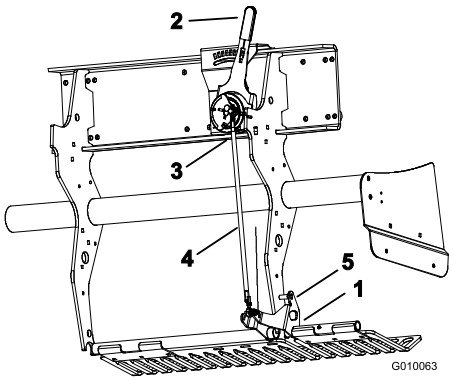

Figur 58
1. Drei festebraketten til venstre verneplaten (Figur 58) opp til en låsestift (5/16 borestang eller hodeskrue) kan føres inn mellom braketten og dybdeinnstillingsrøret som er sveiset på rammen.
2. Flytt bakkefølgingsspaken (Figur 58) til H-innstillingen (dypest).
3. Koble utenbords kulebryteren (Figur 58) fra ledningsfastspenneren (hode lavt-bryteren).
4. Løsne låsemutterne (venstre og høyre) på dybdejusteringens parallellstag (Figur 58).